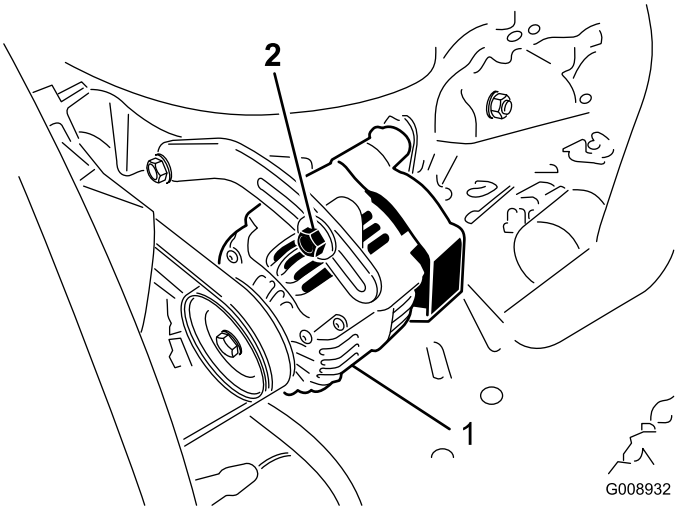

Figur 52
Kontrollera remmarnas tillstånd och spännkraft (Figur 52) var 100:e körtimme.
2. Om nedböjningen inte är 10 mm lossar du generatorns fästbultar (Figur 52). Öka eller minska generatorremmens spännkraft och dra åt skruvarna. Kontrollera remmens nedböjning igen för att säkerställa att spännkraften är korrekt.